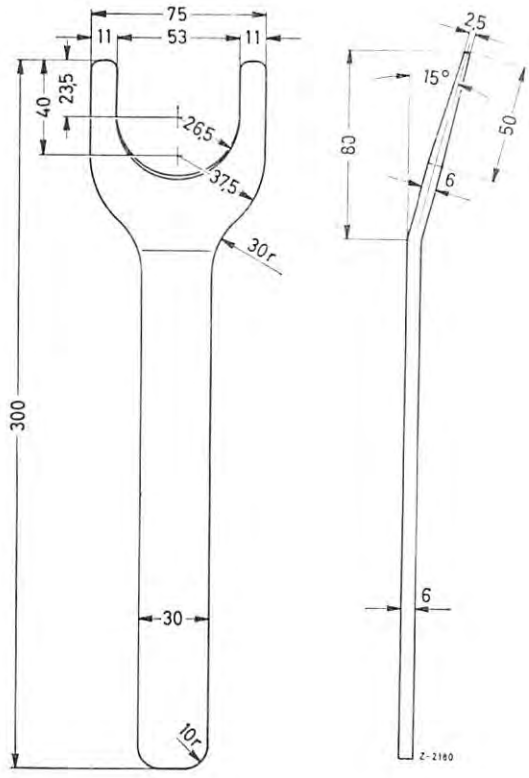

Fig. 6
16. Manufacture puller (41) in your own workshop according to fig. 6.